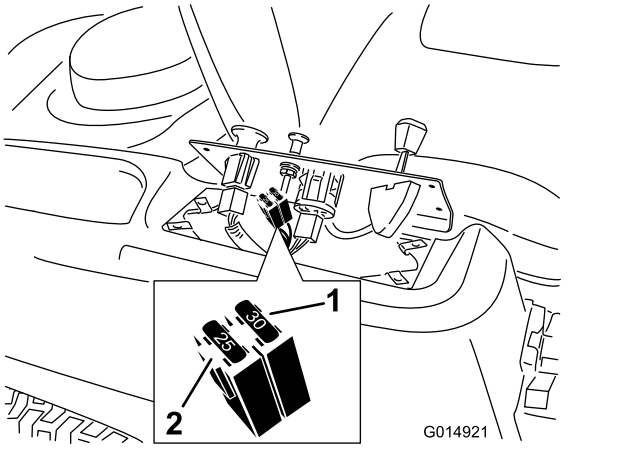

Figur 46
2. Løft kontrolpanelet op, så der opnås adgang til hovedledningsnettet og sikringsblokken (Figur 46).
3. En sikring udskiftes ved at trække den ud og fjerne den (Figur 46).